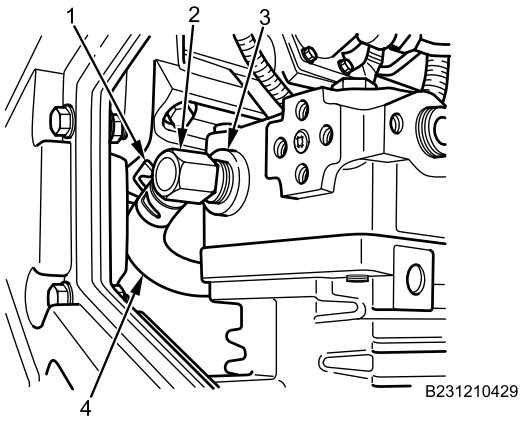

Figure 8. Air Compressor Coolant Inlet.
15. Remove air compressor coolant inlet hose clamp (Figure 8, Item 1) and coolant hose (Figure 8, Item 4) from angle fitting (Figure 8, Item 2).
16. Remove angle fitting (Figure 8, Item 2) from air compressor coolant inlet port (Figure 8, Item 3).